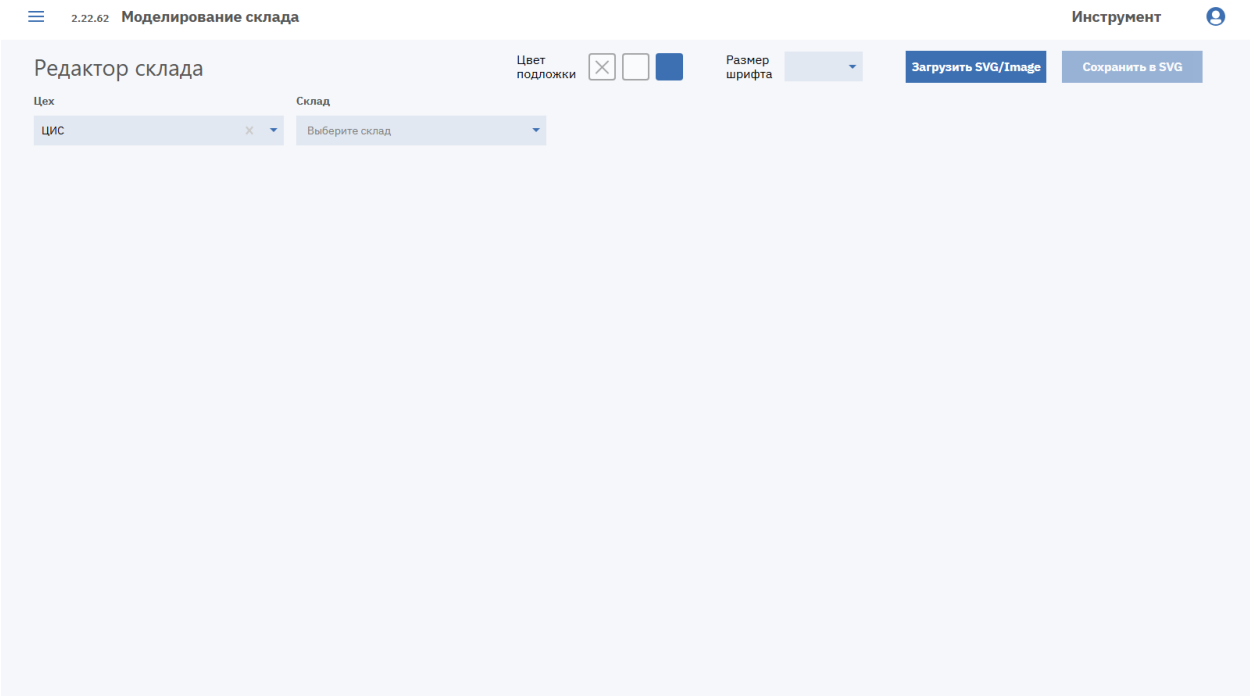

Рисунок 43. Выбор склада
2. В появившемся поле «Склад» выберите склад (см. Рисунок 43).